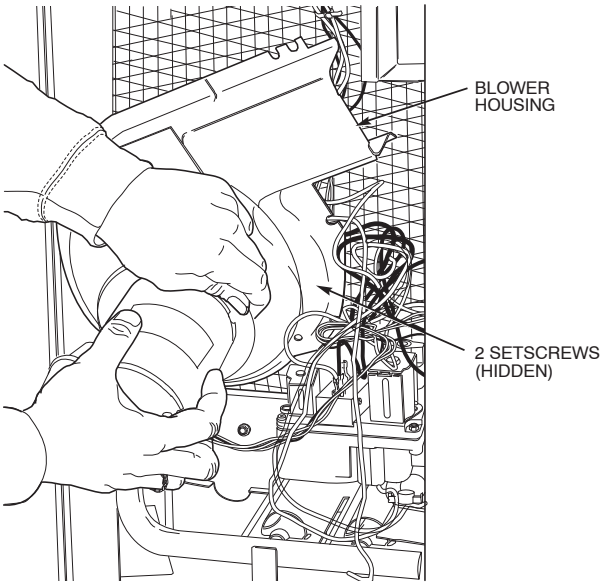

Fig. 19 - Removal of Motor and Blower Wheel
3. Slide the assembly out of the unit. (See Fig. 19). Clean the blower wheel. If additional cleaning is required, continue with Steps 4 and 5.